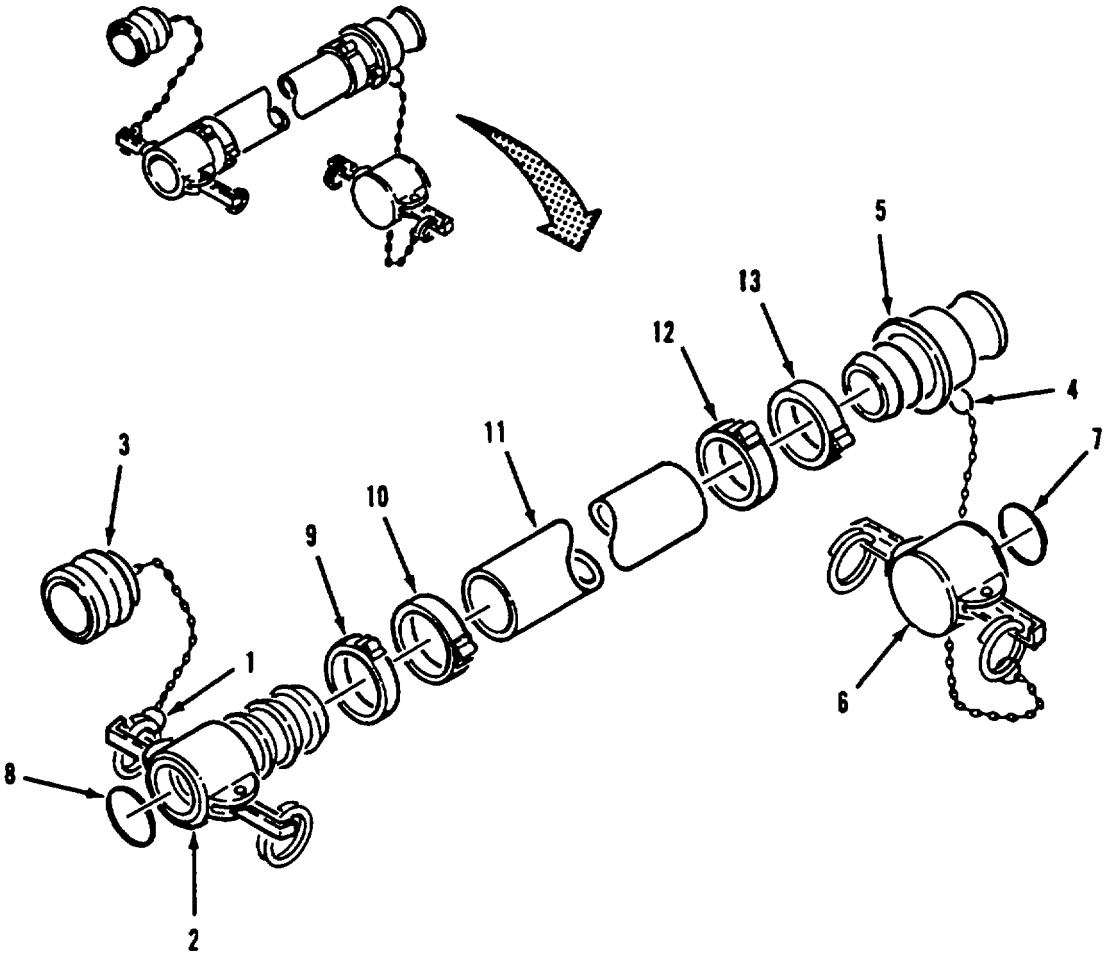

Figure 4-6. Discharge and Suction Hose Assembly
(14) Install gasket (8, Figure 4-6) in female coupling (2).
(15) Install gasket (7) in dust cap (6).
(16) Connect split ring (4) to male coupling (5). Install dust cap (6) on coupling.
(17) Connect split ring (1) to female coupling (2). Install dust plug (3) on coupling.
(18) Install hose in water system (para. 3.4b).
(19) Start up water system (para. 2.9c) and test repaired hose for leaks.